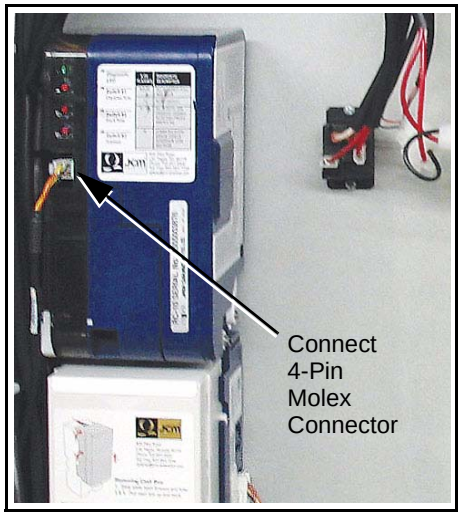

Figure 18 Making A-66 Coin Changer Comm Connection
3. Connect the 4-pin Molex Optipay™ CC Communications Connector into the Optipay™ RC mating receptacle (See Figure 18).